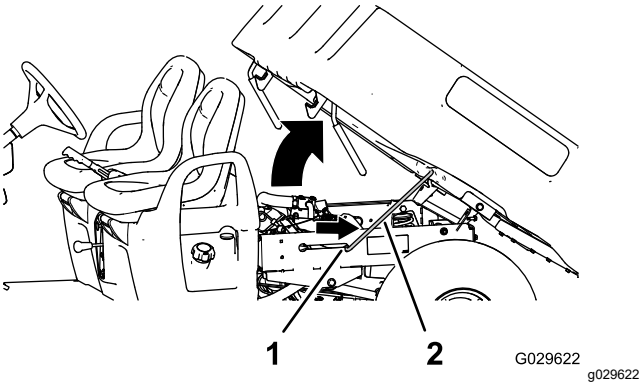

Rysunek 14
2. Pociągnij podpórkę do otworu z zapadką, aby zabezpieczyć platformę (Rysunek 14).
2. Wyciągnij podpórkę z otworu z zapadką (Rysunek 14).
3. Opuść platformę, aż do zatrzaśnięcia się zaczepów na swoim miejscu (Rysunek 14).